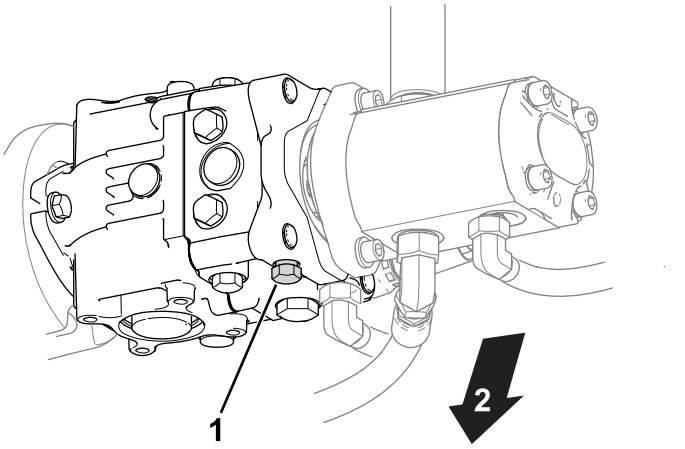

Figure 25
1. Trouvez la vanne de dérivation sur la pompe (Figure 25).